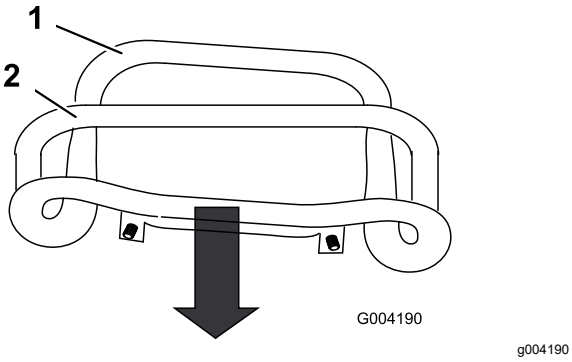

Figuur 52
3. Trek de tractiebediening naar achteren zodat de voorzijde ervan contact maakt met de referentiebalk (Figuur 52).